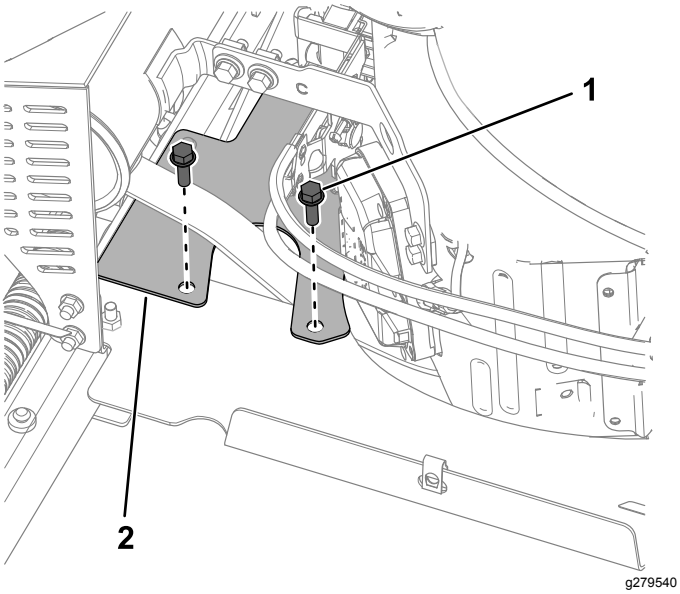

Figure 33
2. Install the belt guard as shown in Figure 33. Torque the bolts to 20 to 25 N·m (15 to 18 ft-lb).